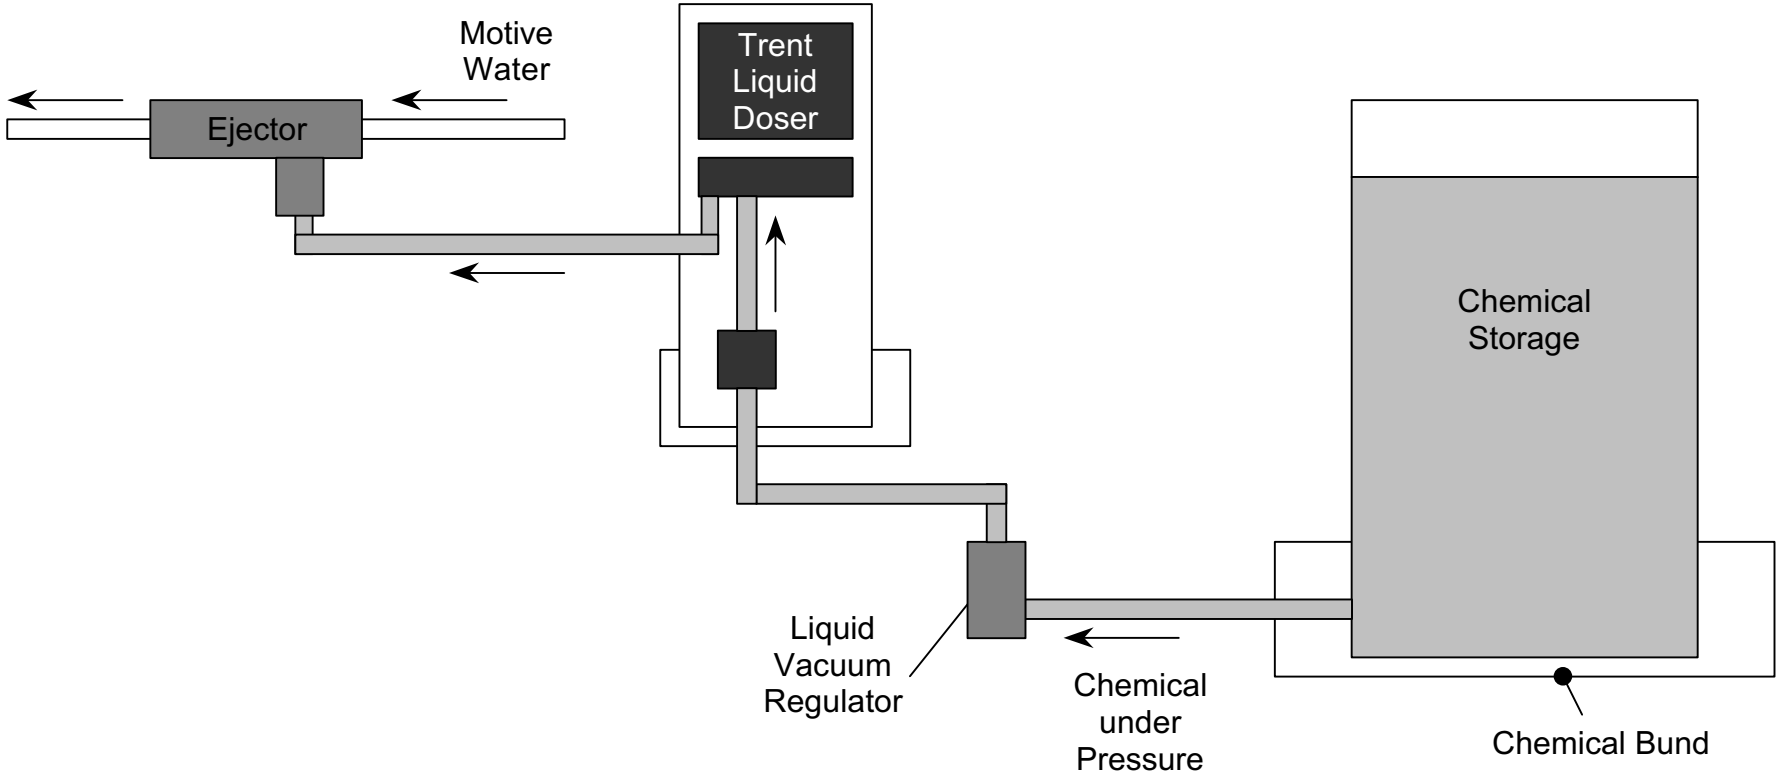

Figure 3-1 Simplified Installation of Vacuum Regulator
5. The layout shown in Fig 3.1 has been simplified and does not include pumps, make-up water, trace heating, isolation valves or ph reducing chemical dosing such as CO_2 (which is used to reduce calcification of ejectors, valve stems and pipework).